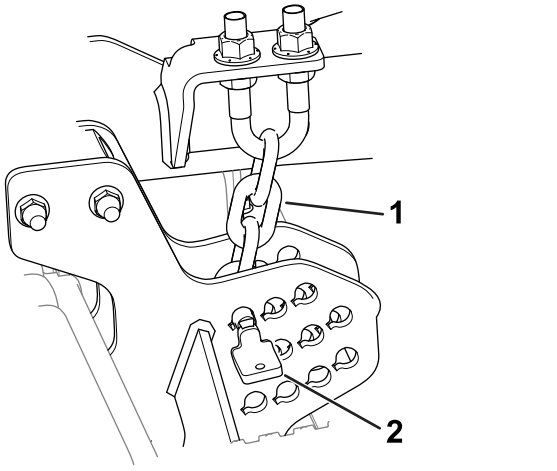

Figure 19
2. Retirez les goupilles de hauteur de coupe (Figure 19) des plaques latérales de l'unité de coupe